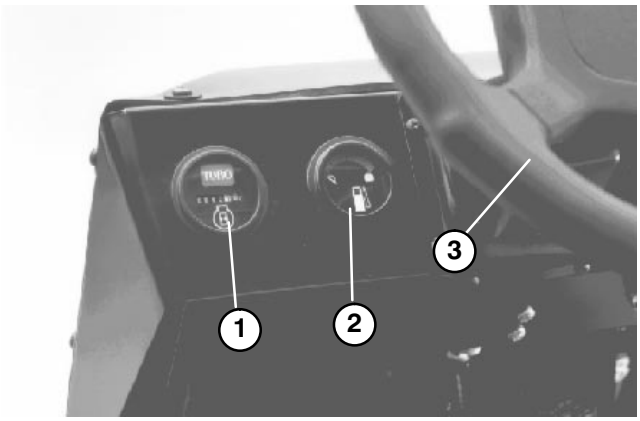

**Figure 19**
**Hour Meter** (Fig. 19) – Indicates the total hours of machine operation. The hour meter starts to function whenever the key switch is rotated to “ON” position.
**Fuel Gauge** (Fig.19) – Shows amount of fuel in tank. Operates only when ignition switch is in “ON” position.
**Steering Wheel** (Fig. 19) – Turns vehicle. If engine stalls or power assist fails due to a malfunction, vehicle steering will require greater effort.